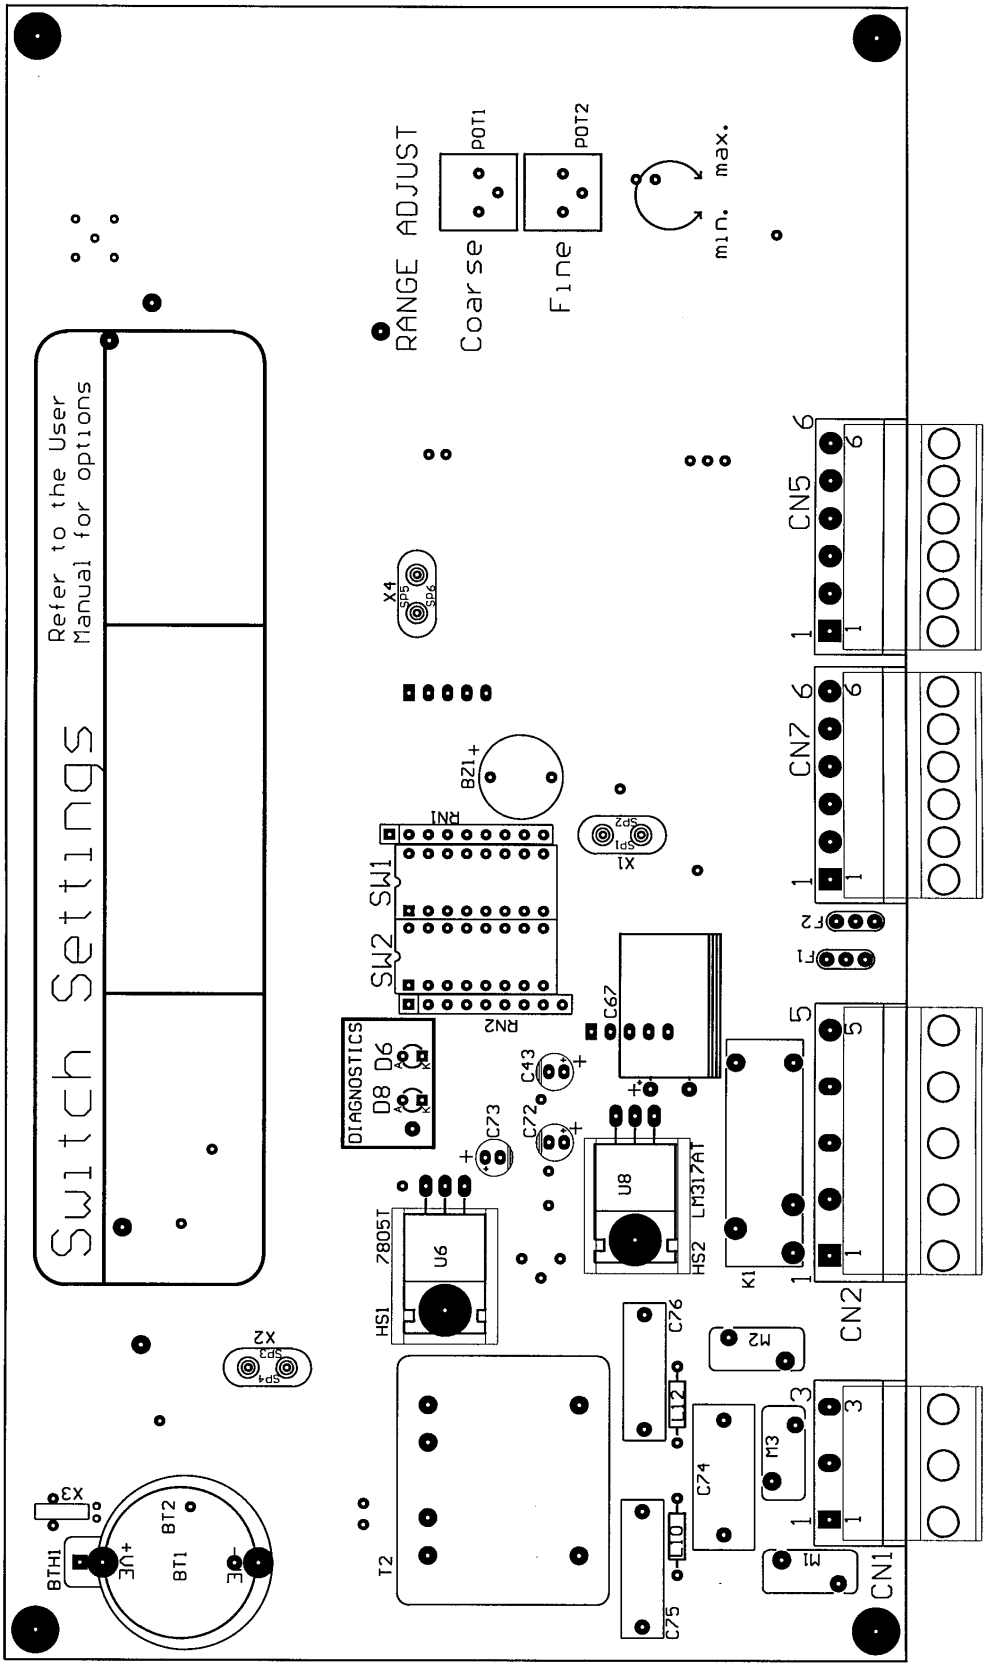

Figure 5.4. Layout of Main board
Refer to the Main Board Layout (Figure 5.4) for the following:
This is done via the single turn adjustment trimmers on the main board (see figure 5.4).
2. Set the configuration to "Continuous Transmission" (see Section 5.3.1). Adjust the two range trimmers to maximum range (see Figure 5.4).